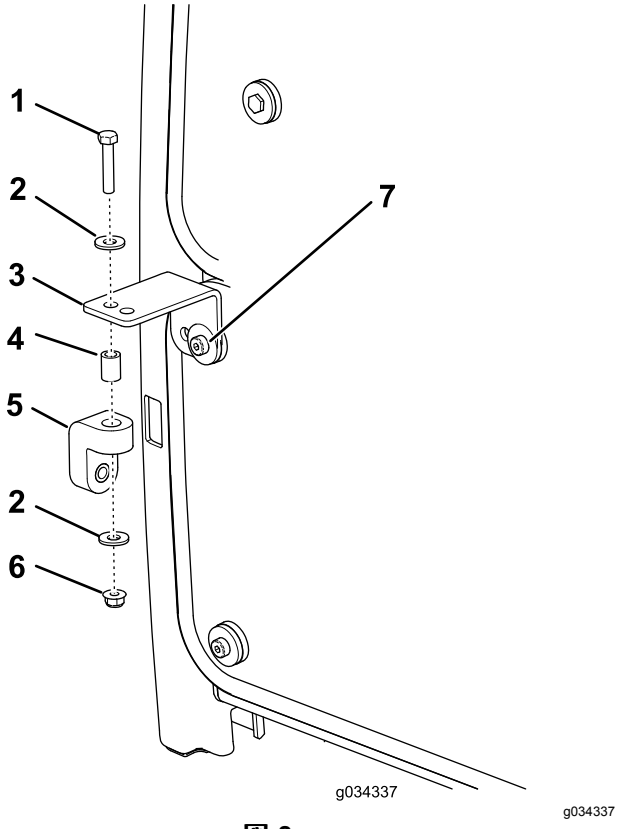

図 8
1. キャブの前下パネルの上側の左右のコーナー部に、ベントプレートブラケットを取り付ける既存のねじを使って 図 8のように取り付ける。
2. 各ベントプレートブラケットにゴム製ハンガーを仮止めするボルト5/16" x 1⅝"、ワッシャ⅜"、スペーサ、フランジナット5/16"を使用し、図 8のように取り付ける。